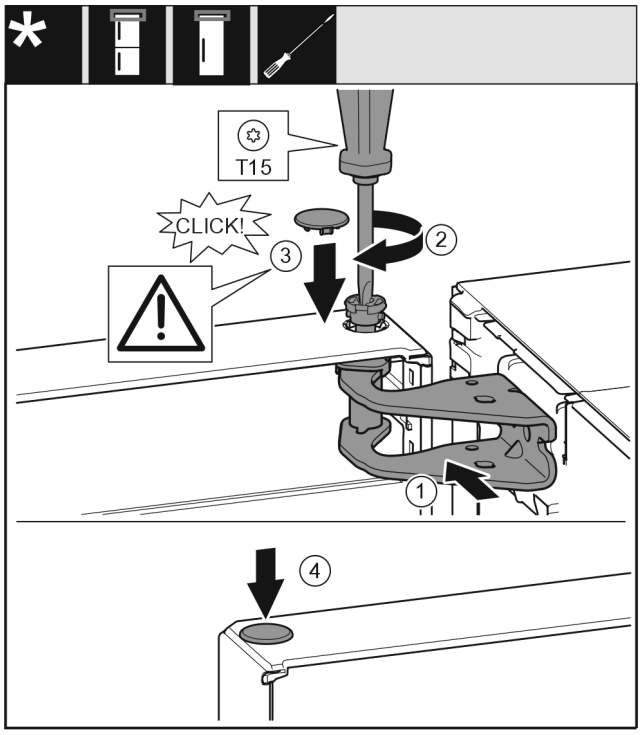

*Fig. 35*
▶ Deur boven naar de opening in het lagerbok *Fig. 35 (1)* uitlijnen.
▶ Bouten *Fig. 35 (2)* insteken en met een schroevendraaier vastschroeven.
▶ Afdekking *Fig. 35 (3)* plaatsen.
▶ Controleer of de afdekking *Fig. 35 (3)* tegen de deur ligt.
▶ Afdekking *Fig. 35 (4)* plaatsen.